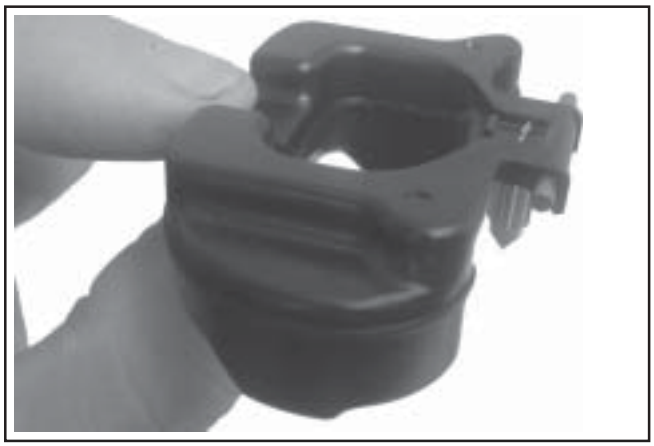

Figure 5-29. Float and Inlet Needle Details.
12. Attach the inlet needle to the plastic tang of the float with the wire clip. The formed 90° lip should point up, with the needle valve hanging down. See Figure 5-29.